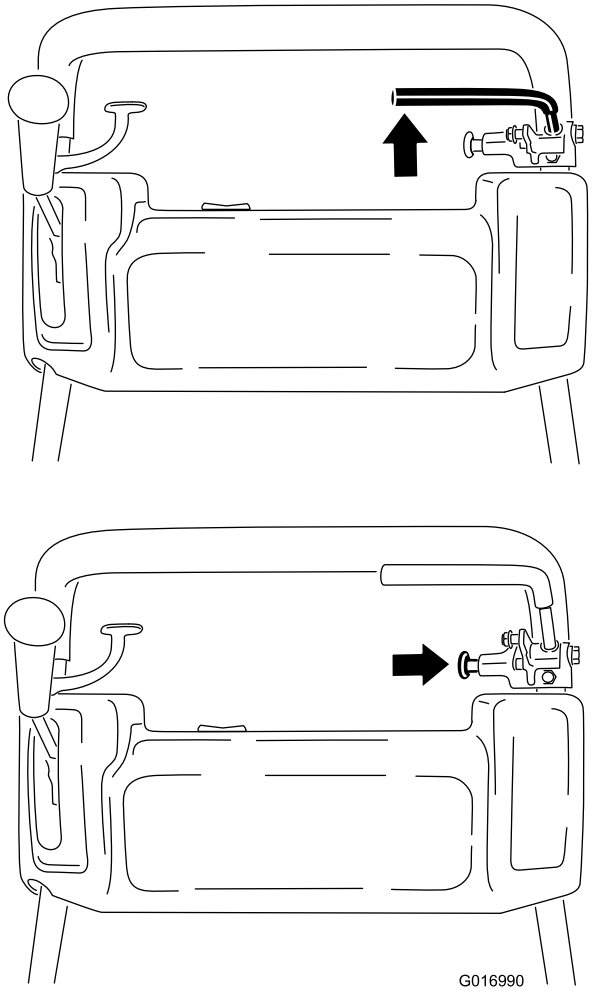

Figur 31
1. Indkobl driftsbremsen, og tryk på parkerings-bremseknappen, så driftsbremsen kan hvile på parkeringsbremsestiften (Figur 31).